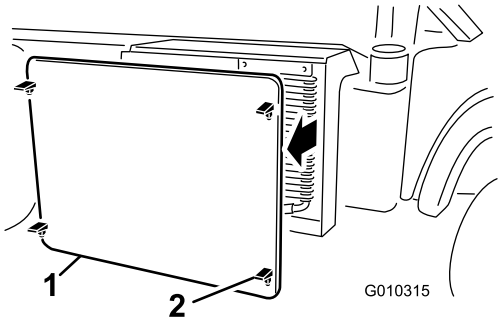

Figur 56
2. Løsn og fjern kølergitteret foran på køleren (Figur 56).